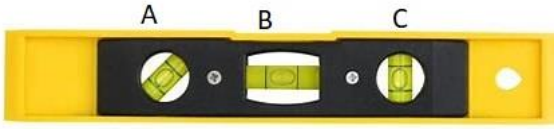

FIGUUR 5
4.2 Die instrument wat in FIGUUR 5 getoon word, word in verskillende ambagte in ingenieurswese gebruik. Dit het drie buise wat in drie verskillende rigtings geposisioneer is om afmetings te neem.
4.2.1 Benoem die instrument wat in FIGUUR 5 getoon word. (1 × 2) (2)
4.2.2 Noem TWEE gebruike van die instrument in FIGUUR 5. (2)